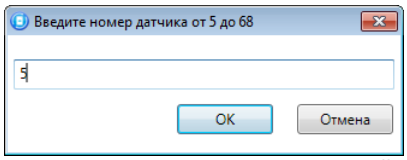

Рисунок 4.37 — Ввод номера радиоустройства
2. В открывшемся окне укажите номер радиоустройства из числа еще не занятых в нумерации ШС и радиоустройств (в указанном диапазоне) и нажмите кнопку *ОК* (см. рисунок 4.37).